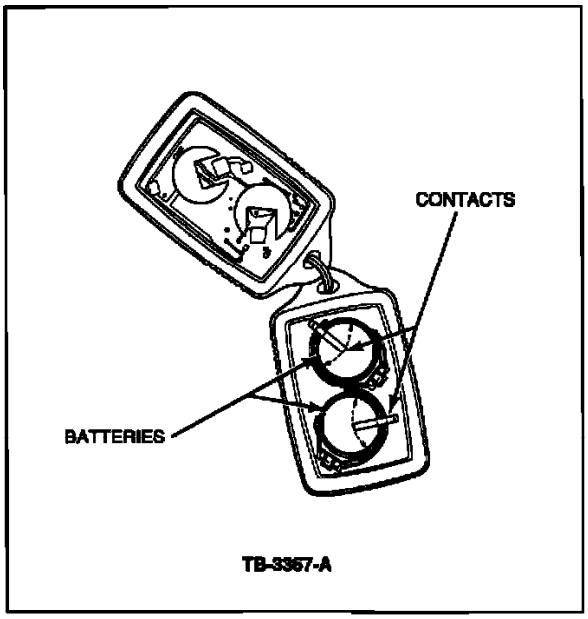

Figure 1
The differences in the two (2) are shown in Figures 1 and 2. To remove the battery, determine what type of transmitter you have and refer to the following appropriate procedure.
"SWING ARM" CONTACTS - (Figure 1)